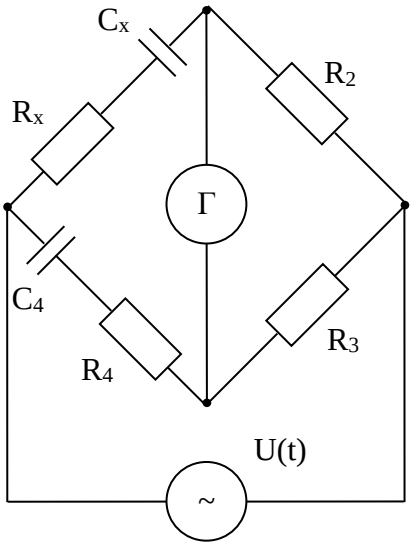

Рис. 9.
23. Определить емкость C_x и тангенс угла потерь $tg\delta_x$ конденсатора, если измерение выполнялось по схеме моста (рис. 9) на частоте 1000 Гц и плечо множителя R_2 = 1 кОм; плечо отсчета R_3 = 500 Ом; регулируемое сопротивление R_4 = 10 Ом; емкость образцового конденсатора C_4 = 0,1 мкФ.